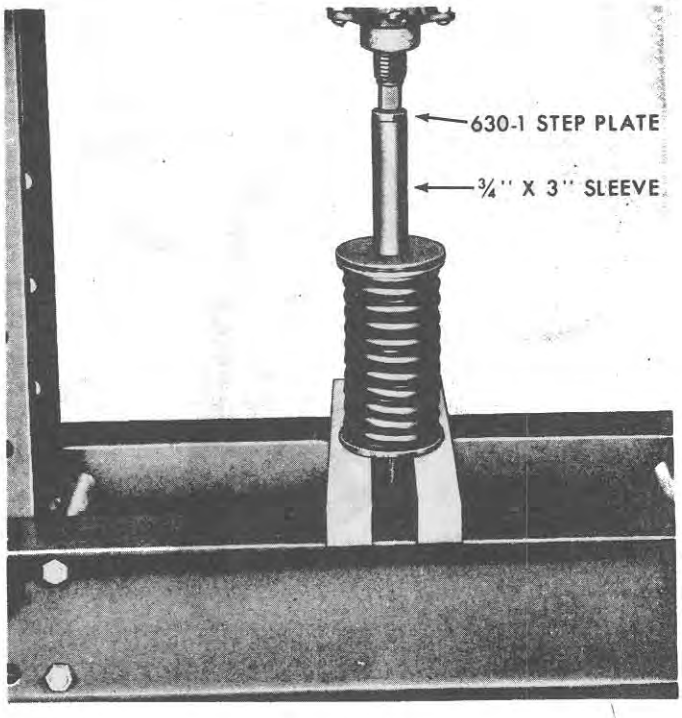

Figure 115
1. Place servos 2 or 3 in a press using a ¾" x 3" sleeve and Step Plate No. 630-1, and compress the springs sufficiently to remove the nut on the end of the piston rod. See Figure 115.